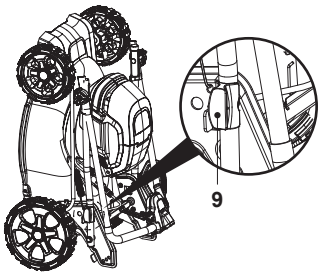

Fig. 27
9. Guarde o corta-relva numa posição plana ou na vertical (Fig. 27).